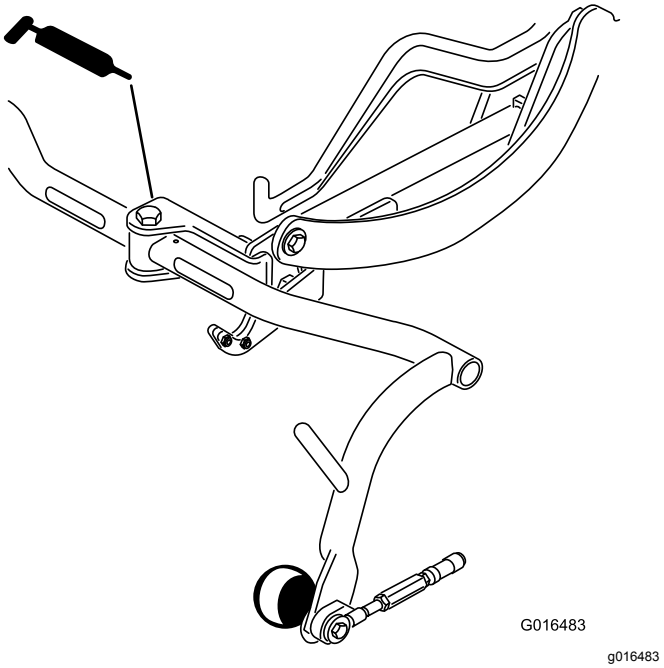

Figur 32
- Bärramens vridfäste (3) (Figur 32)